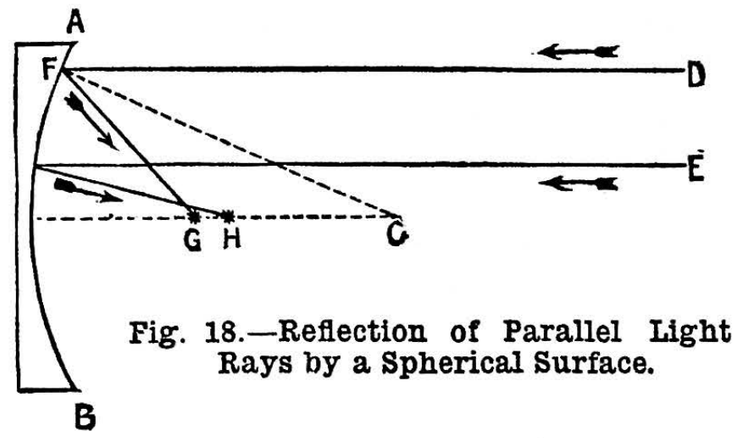
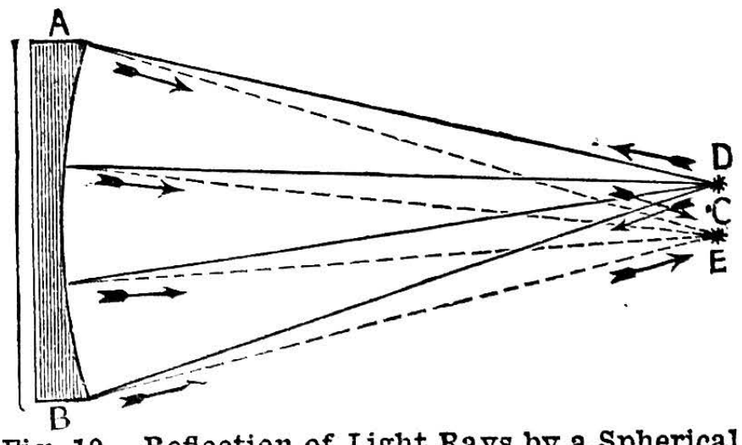
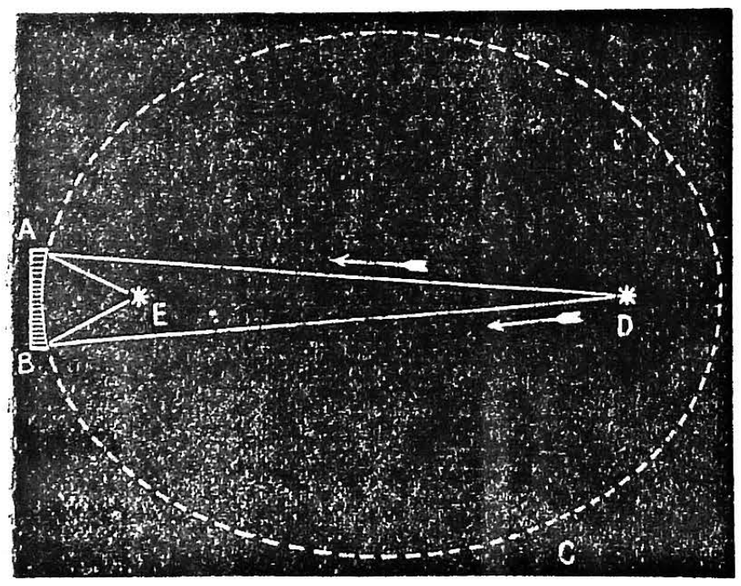

Fig. 18.—Reflection of Parallel Light Rays by a Spherical Surface.
Fig. 19.—Reflection of Light Rays by a Spherical Mirror when the Source of Light is close by the Centre of Curvature.
Fig. 20.—Rays proceeding from one Focus of an Ellipse reflected to the other Focus.
A truly polished speculum receives these parallel light rays and reflects them so as to form a quite perfect image of the object (see Fig. 18). This image is called the focal image, and is examined by being magnified by the eyepiece. (See Fig. 2, page 50.)
By means of Fig. 18 it may be traced how parallel light rays, falling directly on to a spherical mirror, are reflected.†
The spheric mirror will, however, under a certain condition, reflect light rays, not parallel to each other, to one point. Thus diverging light rays from a luminous object at C (Fig. 18) would be accurately reflected back to C, and (in Fig. 19) the rays from D, a luminous object quite close to the centre of curvature, C, are reflected unerringly (in effect) to the point E, where a perfect image is formed.
But if D, the source of light, be moved distant from the mirror, A B, spherical aberration will at once set in. Let D be removed to a considerable distance, as in Fig. 20; then, in order that the rays from D may be properly reflected, the curve A B, formerly spherical, will need to be made elliptical—part of the ellipse, A B C—and this will be done by deepening the concavity.
* The same law (the angle of incidence is equal to the angle of reflection) applies to rays falling on a flat surface, but the angle of incidence is then found by erecting a perpendicular at the point where the incident ray cuts the reflecting surface. Indeed, in Fig. 18, joining the centre of curvature, C, and the point of contact, F, is equivalent to erecting at F a perpendicular to a tangent to the curve A B.
The mirror is first polished spherical, so as to accurately reflect some object at the centre of curvature (Fig. 19). The object is then removed to a short distance (Fig. 20), and the curve of the glass deepened (or flattened) until the reflected image is again perfect. The object is then still farther removed, and the curve again modified to meet the altered circumstances. Thus an approximation to the parabolic curve is obtained, and a little careful work in the same direction perfects the mirror for celestial objects.
To summarise: A spherical mirror can be parabolised either by flattening the curve from centre to edge, so as to lengthen the rays reflected from the edge and cause G and H (Fig. 18) to coincide; or (and this is the better plan) by deepening the curve from edge to centre, so as to shorten the centre
* Or to flatten the curve to the ellipse and parabola, so as to throw up the image G to H (Fig. 18). But I treat the plan of deepening only in theory, for simplicity's sake. In practice, also, it is simpler to deepen a curve regularly than to flatten it regularly.